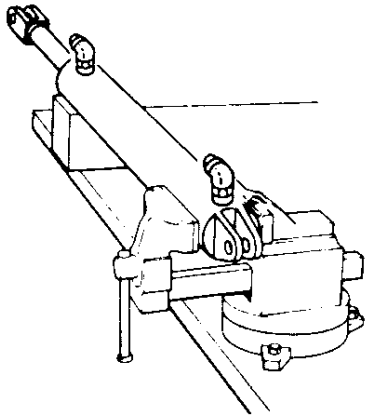

Figure 7-236: Sideshift Cylinder, Clamped
2. Clamp the cylinder in a soft-jawed vise. Clamp lightly at the extreme base end only. See Figure 7-236.